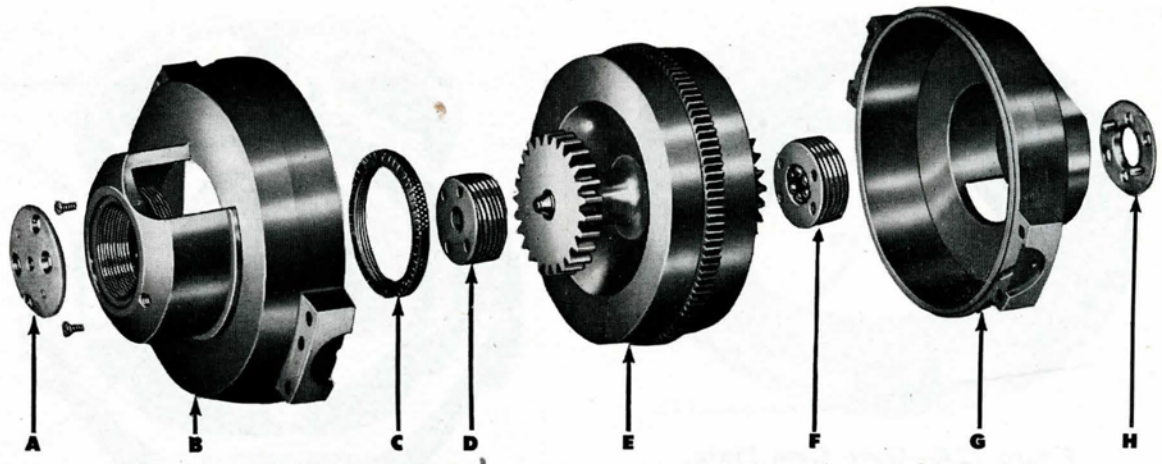

Figure 69—Gyro Wheel and Inner Gimbal Ring disassembled
1. The wheel and spindle, a thick rimmed monel-metal wheel accurately balanced on its spindle or axis, and rotating in the central plane of the gyroscope. This wheel is shown, with the inner gimbal ring, in Fig. 69. On the rim of the wheel are saw-tooth buckets on which air impinges, maintaining a constant rate of spin. Spur gears are machined on each enlarged section of the spindle. One of these meshes with a similar spur gear of the gyro spinning and unlocking mechanism while the gyro wheel is be-
ing given its initial spin; the other gear is provided for balance. The gyro wheel is housed within a split casing called the **inner gimbal ring** (see Fig. 69) which, in turn, is pivoted within the **outer gimbal ring** (see Fig. 70). The gyro wheel spins on its own axis and holds to its original alignment, while the torpedo may swing and even revolve either horizontally or vertically without deflecting the axis of the gyro wheel from its original alignment.
2. The inner gimbal ring, shown in Fig. 69, is machined in the form of a hood, being thus designed to prevent air currents thrown off by the wheel from striking the gimbal rings and thereby setting up deflecting forces on the sensitive parts of the unit. The inner gimbal ring may be turned 360 de-